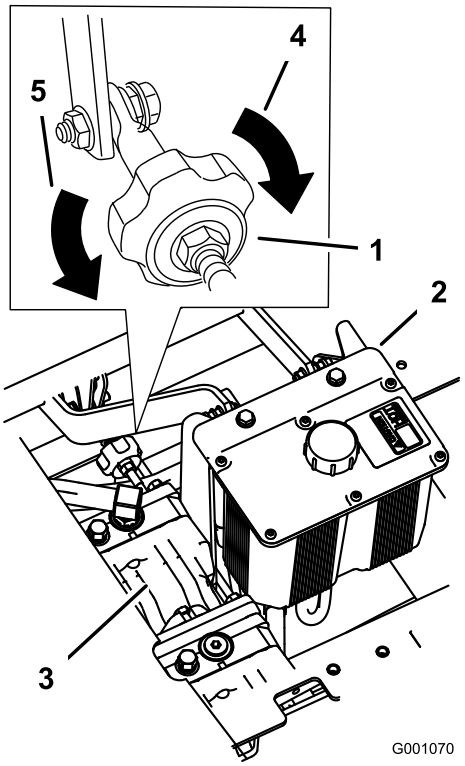

Figur 60
4. Vrid ratten mot maskinens högra sida för att få maskinen att gå åt höger. Se Figur 60.
5. Vrid ratten mot maskinens vänstra sida för att få maskinen att gå åt vänster. Se Figur 60.